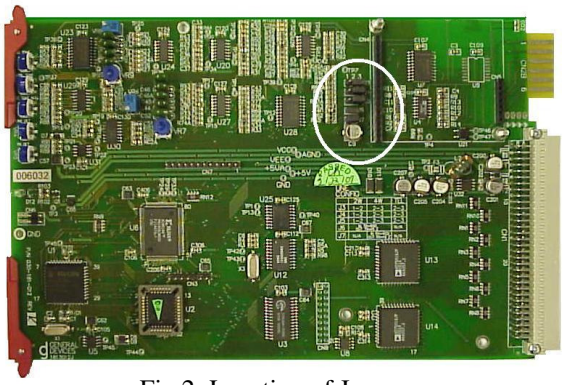

Fig 2: Location of Jumpers
3. After the STL Module is removed from the board, locate jumpers J3, J4, J5, J6 and J7 which are directly in front of where the STL/RTL Module sits. They will be currently be configured for a phone setup. Change the jumpers so that they are configured for a radio card (See Table 1 and Figure 2). Consult the installation drawing to find out whether a two or four wire configuration is needed. Also, note whether this CAREpoint belongs to a single unit or a multiple unit setup. Then consult Table 1 to set up the necessary jumpers.